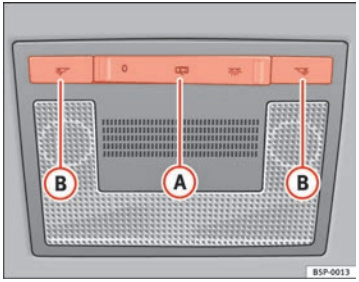

Fig. 78 Interior roof trim: front interior lights
The switch (A) ⇒ fig. 78 is used to select the following positions:
Push the switch to position O ⇒ fig. 78.